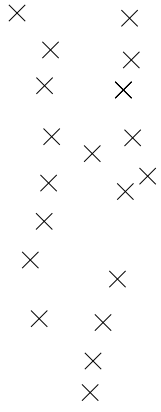

Figure 2-31 *The Ground Control Points displayed in the Drawing Window*
23. Choose the **OK** button; the **Import ASCII Points** dialog box is closed and the survey points or the Ground Control Points are displayed in the Drawing Window, as shown in Figure 2-31.